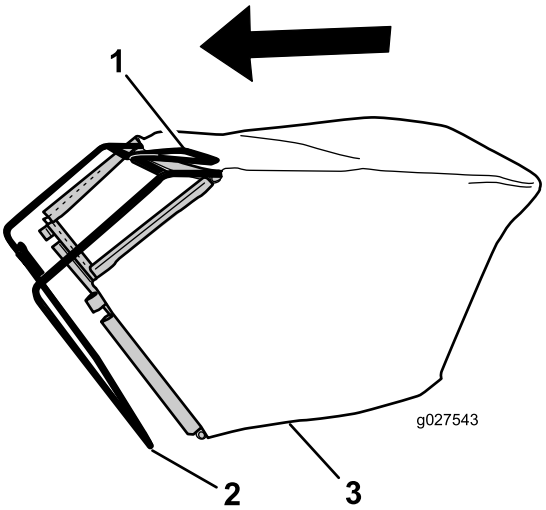

Figur 8
1. För gräsuppsamlaren över ramen i enlighet med Figur 8.
**Obs:** För inte uppsamlaren över handtaget (Figur 8).